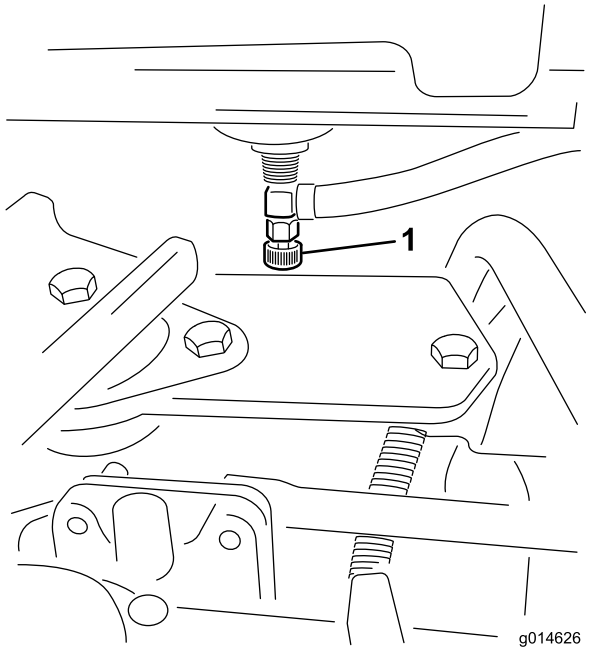

Figur 49
1. Lukk igjen drivstoffventilen på drivstofftanken (Figur 49).